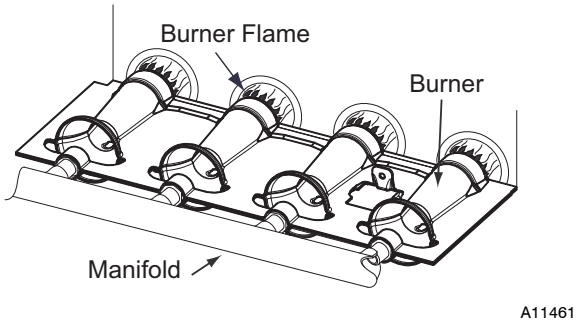

**Fig. 29 - Burner Flame**
**NOTE**: When correct input is obtained, main burner flame should be clear blue, almost transparent (see Fig. 29).